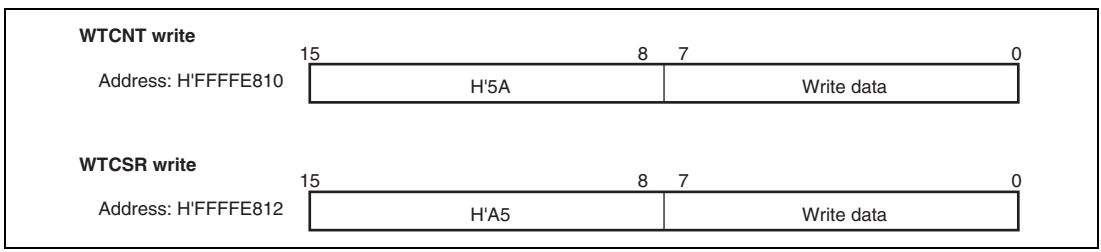

**Figure 13.2 Writing to WTCNT and WTCSR**
**Writing to WTCNT and WTCSR:** These registers must be written by a word transfer instruction. They cannot be written by a byte or longword transfer instruction. When writing to WTCNT, set the upper byte to H'5A and transfer the lower byte as the write data, as shown in figure 13.2. When writing to WTCSR, set the upper byte to H'A5 and transfer the lower byte as the write data. This transfer procedure writes the lower byte data to WTCNT or WTCSR.